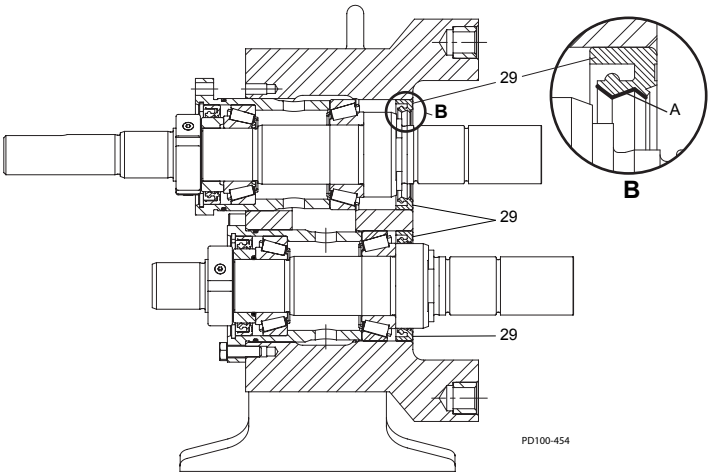
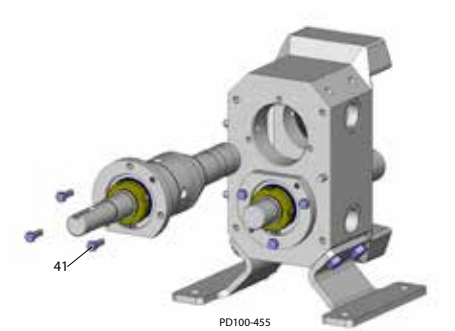

Figura 48 - Applicazione del grasso per cuscinetti
Figura 49 - Fissaggio con vite a brugola
1. Vedere Figura 48. Applicare uno strato di grasso per cuscinetti sul diametro interno (articolo A) delle tenute a labbro anteriori (articolo 29).
2. Installare i gruppi di alberi nella scatola ingranaggi e fissarli con viti a brugola (Figura 49, articolo 41). Applicare un leggero strato di grasso per cuscinetti sui relativi fori e boccole per facilitare l'installazione. Fare attenzione a non danneggiare le tenute a labbro (Figura 48, articolo 29) durante il montaggio.